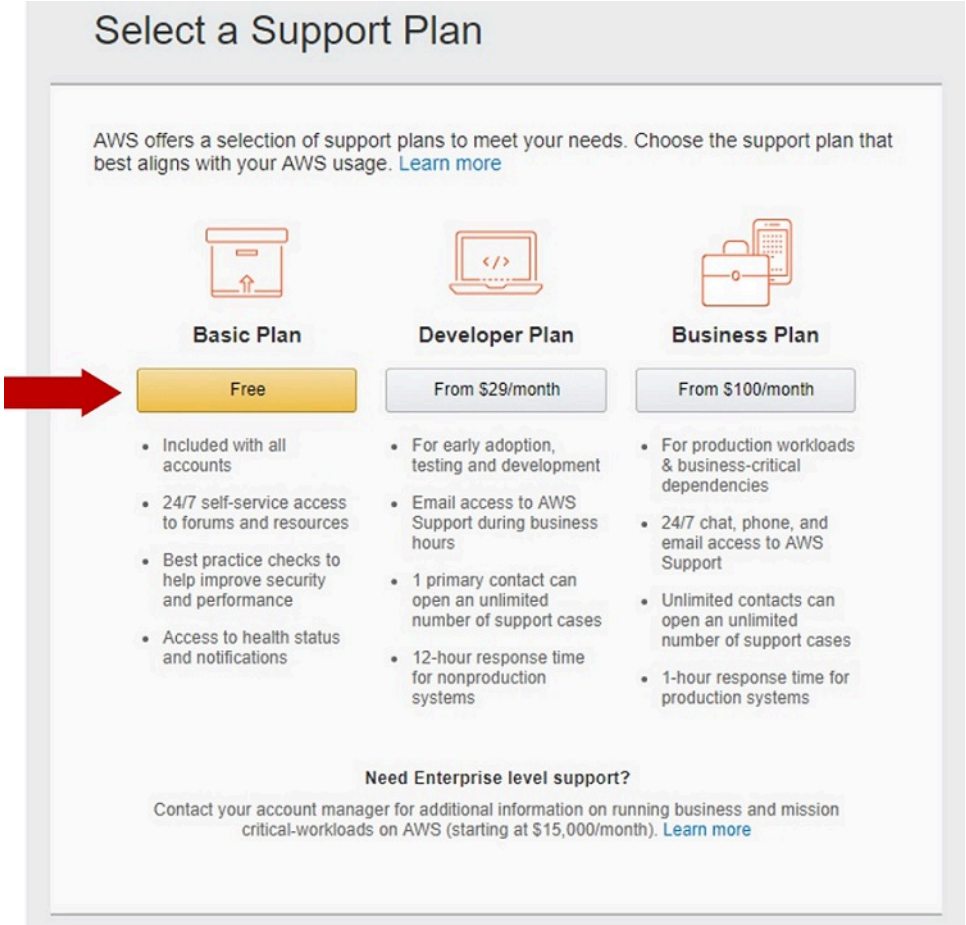

Figure 9. Create an AWS IoT Core account - Select a support plan
8. Your identity is validated. Choose *Basic* to obtain a free subscription as show in Figure 9